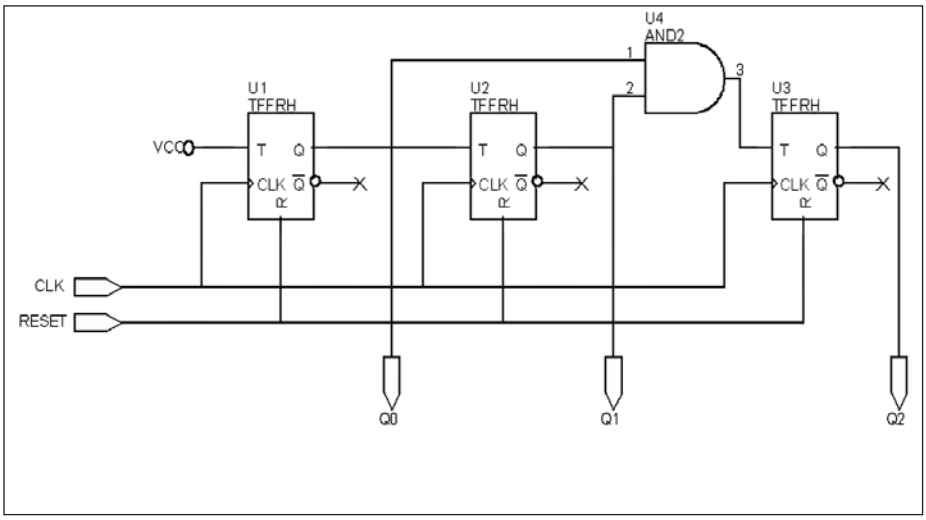

Figura 12: circuito contatore sincrono modulo 8.
Nel realizzare un contatore modulo 8 si faccia riferimento alla tabella di verità rappresentata in **figura 10**. Il circuito che realizza tale soluzione è riportato in **figura 12** dove è rappresentato un contatore sincrono che utilizza flip-flop di tipo T. Esso è composto per l'appunto dall'ingresso (T) e dal segnale di clock. Con l'ingresso T attivo, ovvero posto a livello logico alto, l'uscita U commuta ad ogni fronte valido del clock. Dallo schema elettrico e in base alla tabella di verità di **figura 12** si osserva che: